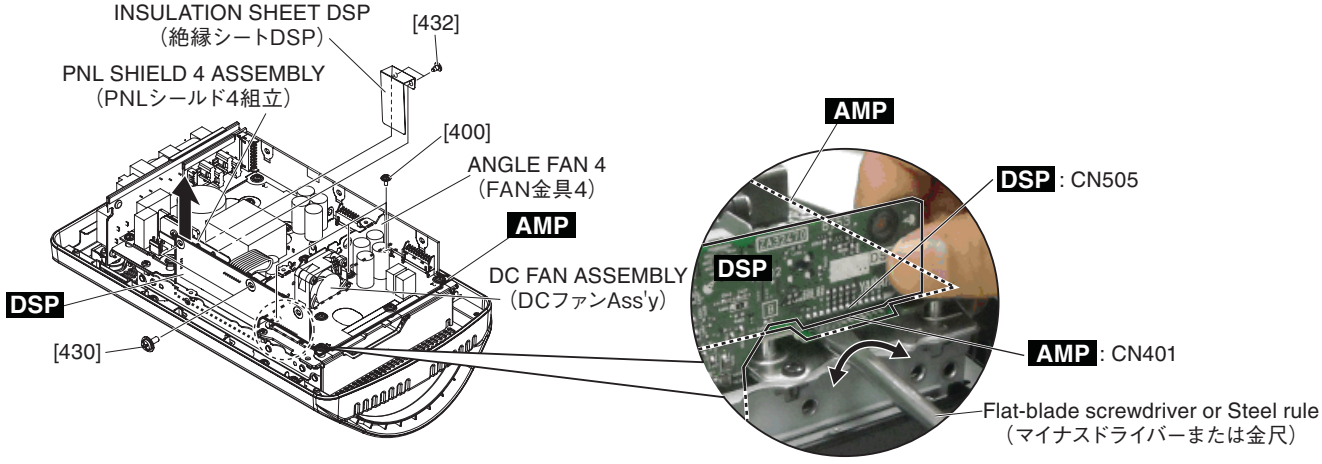
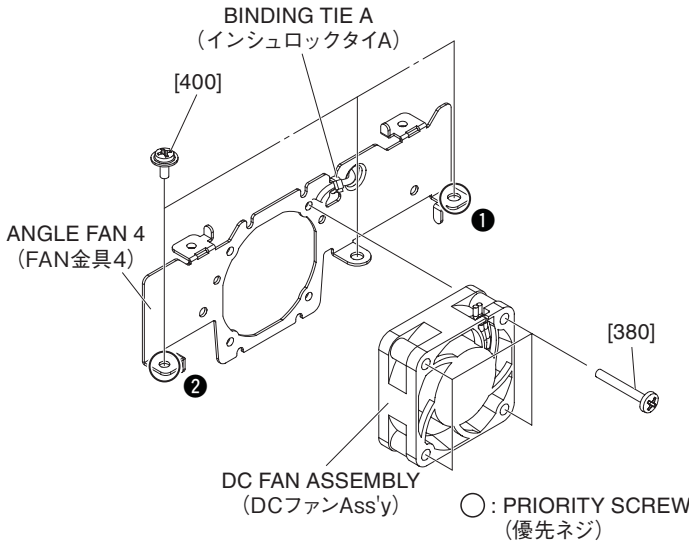

Fig. B-3（図B-3）
Fig. B-4（図B-4）
B-3-3 Remove the two (2) screws marked [430]. Remove the DSP circuit board by pulling it in the direction of the arrow in Fig. B-3.(Fig. B-3)
* ***When removing the DSP circuit board, be sure to remove CN505 of the DSP circuit board and CN401 of the AMP circuit board. As shown in Fig. B-3, use either a flat-blade screwdriver or steel rule to open between the circuit boards. (Fig. B-3)***
B-3-4 Remove the two (2) nylon rivets marked [432]. The insulation sheet DSP can then be removed. (Fig. B-3)
B-4-3 Remove the three (3) screws marked [400]. The angle fan 4 can then be removed together with the DC fan assembly. (Fig. B-3, Fig. B-4)
* ***When installing the angle fan 4, first tighten the two (2) priority screws in order as shown in Fig. B-4.***
B-4-4 Remove the four (4) screws marked [380]. The DC fan assembly can then be removed. (Fig. B-4)
* ***Be sure to remove binding tie A. Install as before binding tie A was removed. (Fig. B-4)***
B-3-3 [430] のネジ 2 本を外して、DSP シートを図 B-3 の矢印の方向へ引き抜いて外します。(図 B-3)
※ **DSP シートを外すときは、先に DSP シートの CN505 と AMP シートの CN401 を外します。マイナスドライバーか金尺で、図 B-3 のように基板間をこじあけるようにして浮かせます。(図 B-3)**
B-3-4 [432] のプラスチックリベット 2 個を外して、絶縁シート DSP を外します。(図 B-3)
B-4-3 [400] のネジ 3 本を外して、DC ファン Ass'y と共に FAN 金具 4 を外します。(図 B-3、図 B-4)
※ **FAN 金具 4 を取り付けるときには、優先ネジ 2 本を図に示す順で先に締めてください。(図 B-4)**
B-4-4 [380] のネジ 4 本を外して、DC ファン Ass'y を外します (図 B-4)
※ **インシュロックタイ A を必ず外してください。取り付けるときは、インシュロックタイ A を取り外す前と同じように取り付けてください。(図 B-4)**